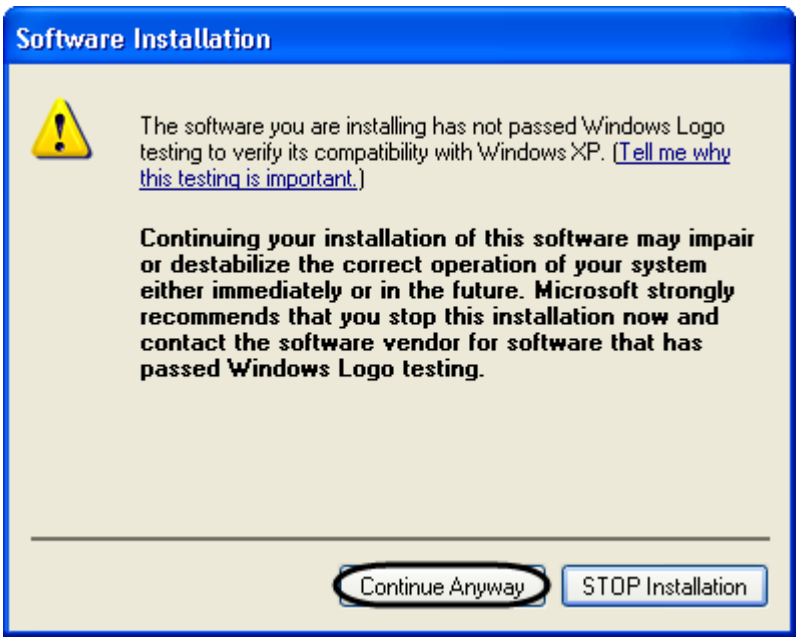

Figure 5.1-21 The "Software Installation" dialog box
The "Software Installation" dialog box is displayed (Figure 5.1-21).
27. To continue the installation, click the "Continue Anyway" button (Figure 5.1-21).